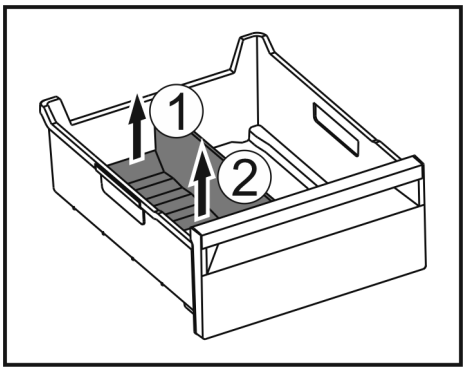

Fig. 99
▶ Lift the rear part of the ice compartment divider. *Fig. 99 (1)*
▶ Remove the ice compartment divider upwards. *Fig. 99 (2)*